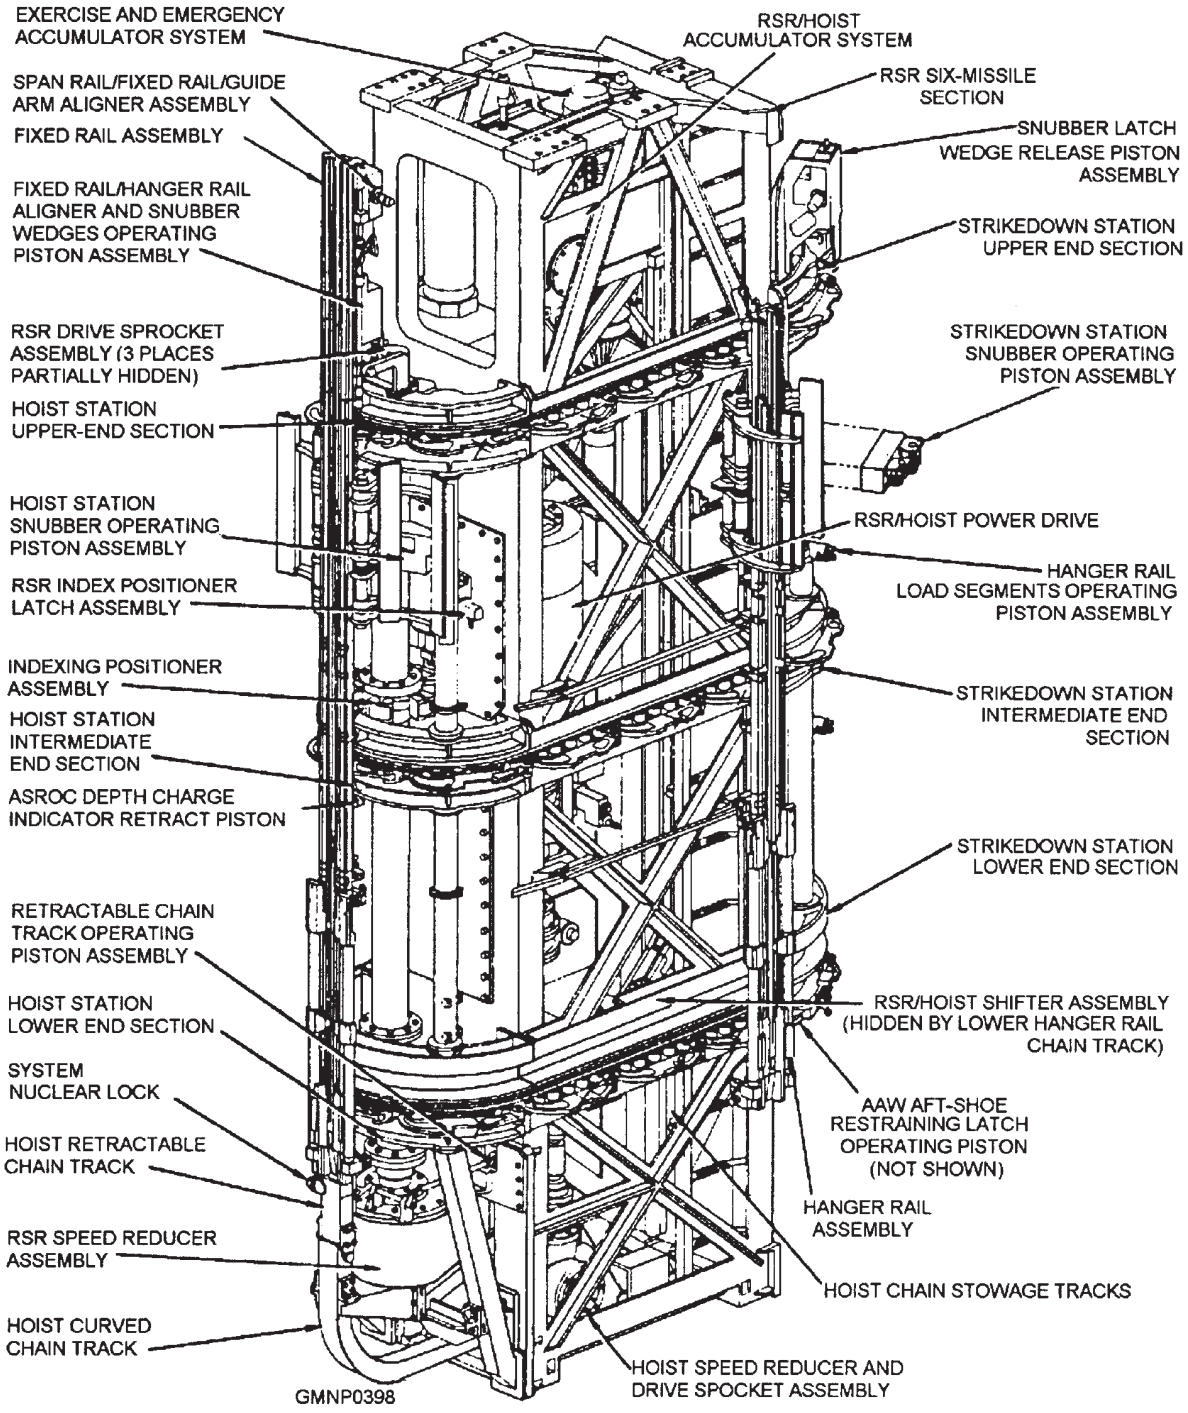

**Figure 7-19.—RSR components, general arrangement.**
A complete 12-missile RSR (fig. 7-19) is made by joining three basic support structures: a hoist end, a six-missile section, and a strikedown end (assembled in that order). The two end sections are structurally similar and provide space to mount three hanger rail assemblies apiece. The six-missile section is inserted between the end sections and is fastened to the
**FIXED RAIL**.—The fixed rail section is mounted to the top of the RSR's hoist end section. (See figs. 7-19 and 7-22.) This 4-foot rail bridges the gap between a hanger rail and the span rail assembly. All three rails are locked together by hydraulically operated aligning rods extending into appropriate alignment guides.